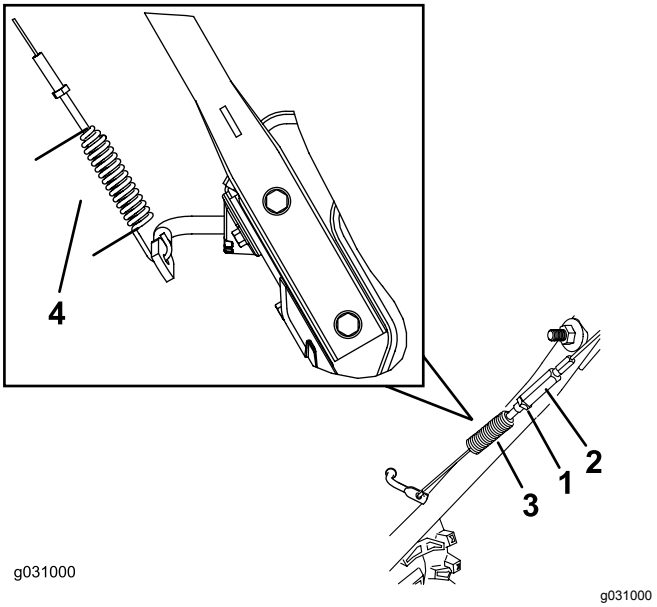

Figur 29
3. Løsn eller tilspænd spændemøtrikken for at justere fjederens længde til 7 cm som vist i Figur 29.
4. Tilspænd kontramøtrikken (Figur 29), og sørg for, at kablet strammes en anelse.